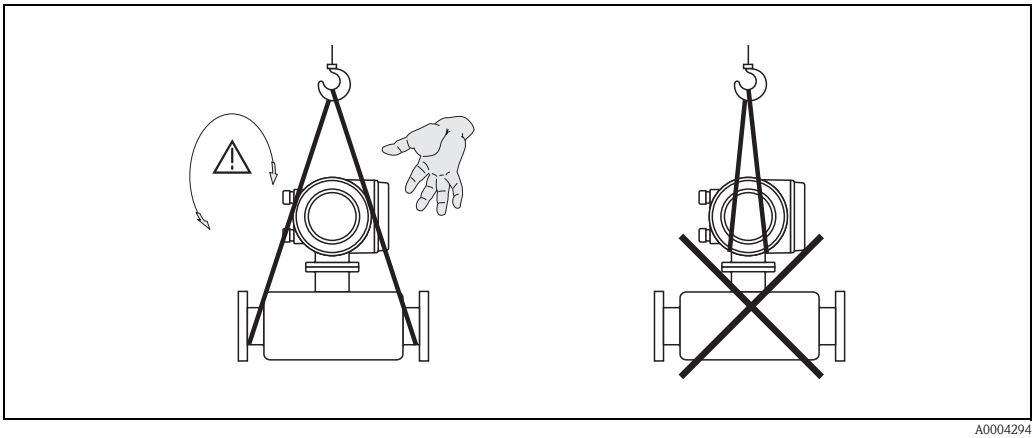

Fig. 4: Instructions for transporting sensors with diameters ≥ DN 40 (≥ DN 1½")
- Do not lift measuring devices of nominal diameters ≥ DN 40 (≥ DN 1½") by the transmitter housing or the connection housing in the case of the remote version (Fig. 4). Use webbing slings slung round the two process connections (Fig. 4). Do not use chains, as they could damage the housing.